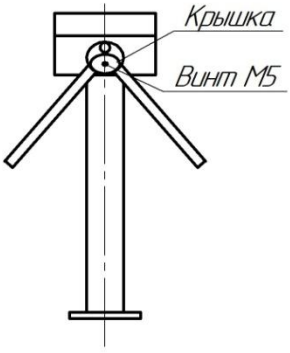
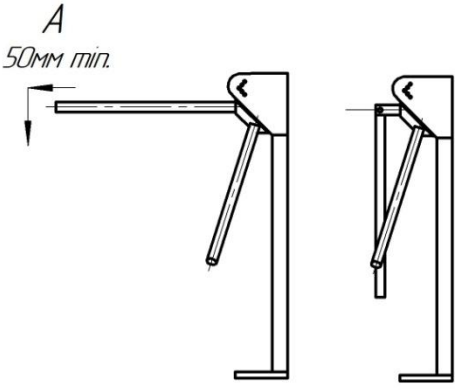

Рис. 1
рис. 2
6.4. Установите штанги. Для этого снимите крышку поворотного механизма, открутив винт М5 (рис.1). Закрепите штанги болтами М10, входящими в комплект штанг. Для перевода штанги «антипаника» в положение «проход открыт» оттяните штангу в направлении А (от турникета) на 50-80мм и поверните ее вниз (рис.2). Время открытия штанги «антипаника» составляет 1-3с. Закройте место крепления штанг крышкой.